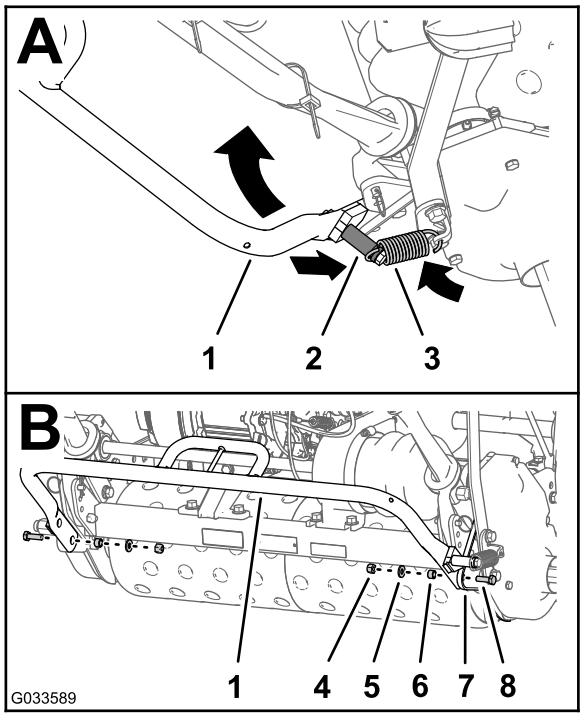

Рисунок 8
12. Наденьте свободный конец пружины на стойку пружины откидной подставки (вид A на Рисунок 8).
13. Подсоедините откидную подставку к боковым пластинам с помощью контргаек, шайб, проставок и винтов (5/16 x 1 дюйм), снятых при выполнении пункта 1 (вид B на Рисунок 8).